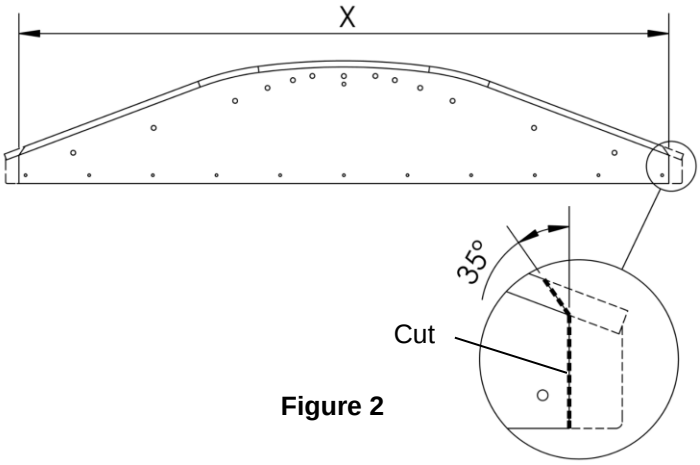

Figure 2
2. **Figure 2.** Cut both ends of the cap as per the measured width and cut the top rod at a 35º angle.